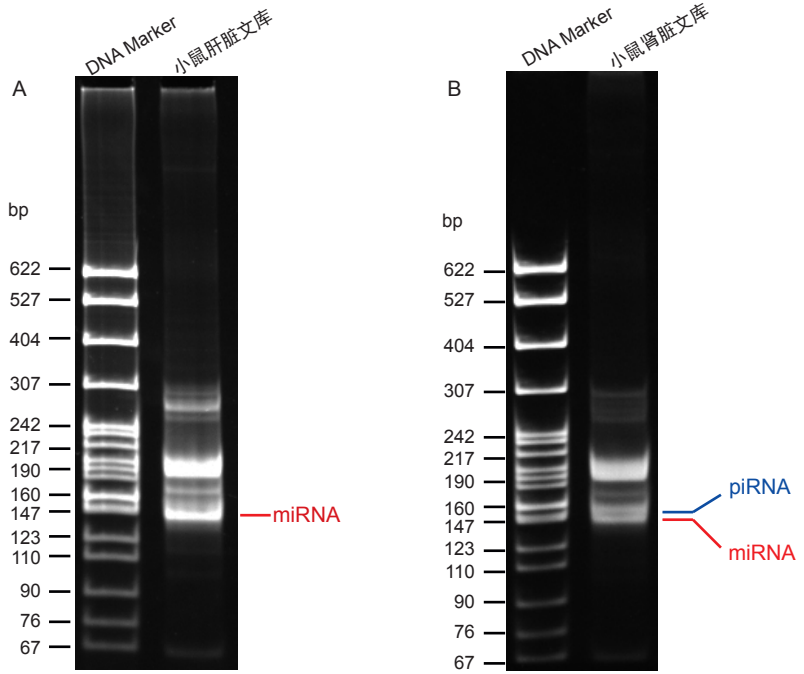

图2：A图为1 μg小鼠肝脏总RNA起始的small RNA文库，红线指示的条带为miRNA文库；B图为1 μg小鼠肾脏总RNA起始的small RNA文库，红线指示的条带为miRNA文库，蓝线指示的条带为piRNA文库。
6. 将PAGE胶从电泳装置中取出，并将PAGE胶从胶板上剥下。用Gel-red核酸染料染色10 min，在凝胶成像仪中进行观察，如图2所示，大约140 bp和150 bp处的条带分别对应于miRNA文库和piRNA文库。